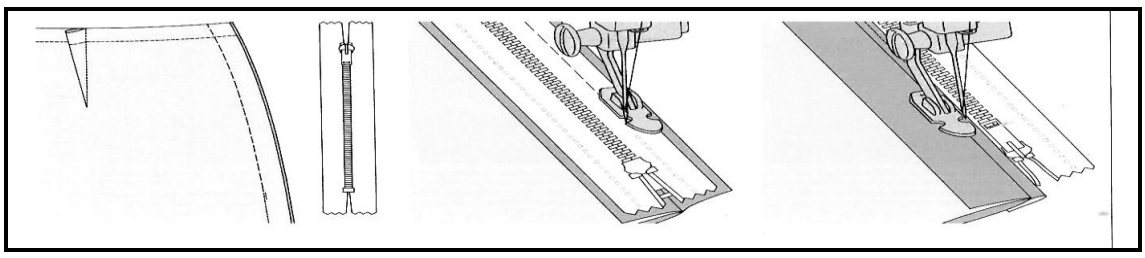

FIGUUR 4 (10)
6.3 Bestudeer die sketse in FIGUUR 4 en verduidelik die oorslagmetode waarmee 'n rits aan die opening van 'n romp geheg word.